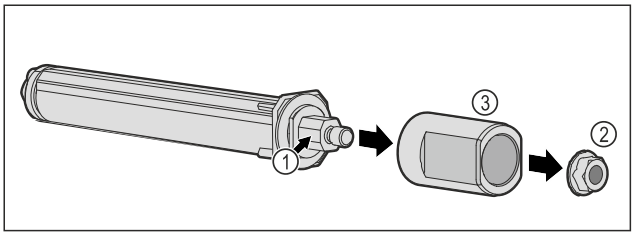

Fig. 46
▶ Nu dezasamblați sistemul de închidere al ușii *Fig. 46 (1)*.
▶ Îndepărtați piulița *Fig. 46 (2)*.
▶ Detașați manșonul *Fig. 46 (3)*.